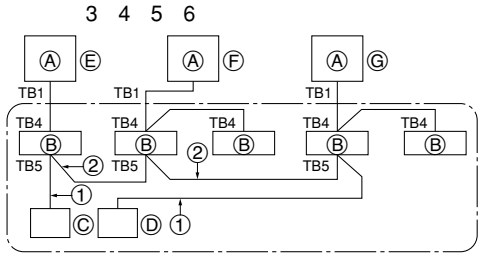

Fig. 9-1
① Supply power (circuit breaker).
② After the gas stop valve is closed, set the SWP switch on the control board of the outdoor unit to ON. The compressor (outdoor unit) and ventilators (indoor and outdoor units) start operating and refrigerant collecting operation begins. LED1 and LED2 on the control board of the outdoor unit are lit.
③ Because the unit automatically stops in about two to three minutes after the refrigerant collecting operation (LED1 and LED2 are lit), be sure to quickly close the gas stop valve. When LED1 and LED2 are lit and the outdoor unit is stopped, open the liquid stop valve completely, and then repeat step ② after three minutes have passed.
④ Turn off the power supply (circuit breaker).
9. System control (Fig. 9-1)
9. Contrôle du système (Fig. 9-1) 20